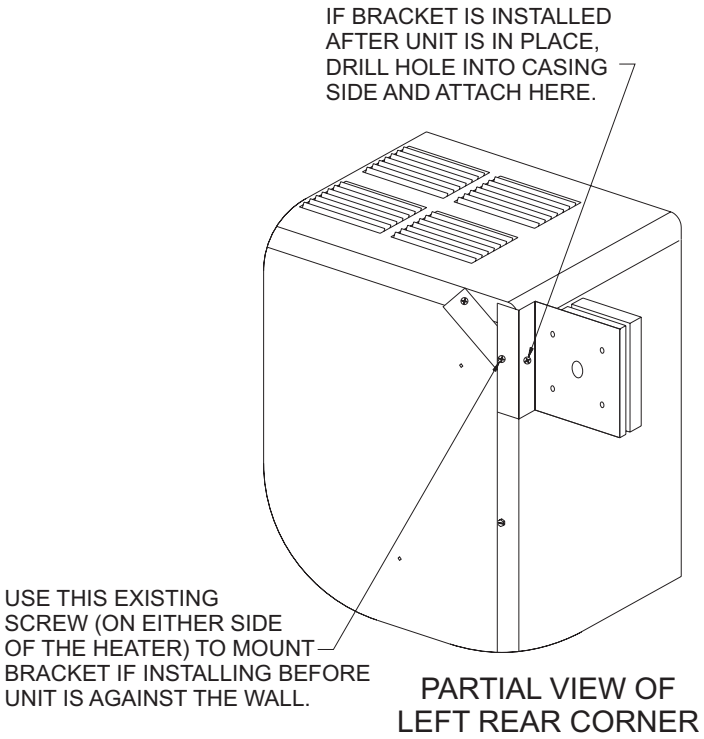

**Figure 7**
4. If installing the thermostat bracket after the unit has been installed, drill a hole in the side of the unit as shown in Figure 7. and attach the bracket with a screw (not provided).
If installing the thermostat bracket before the unit is installed, use the existing screw on the back of the unit to attach the bracket to the unit as shown in Figure 7.